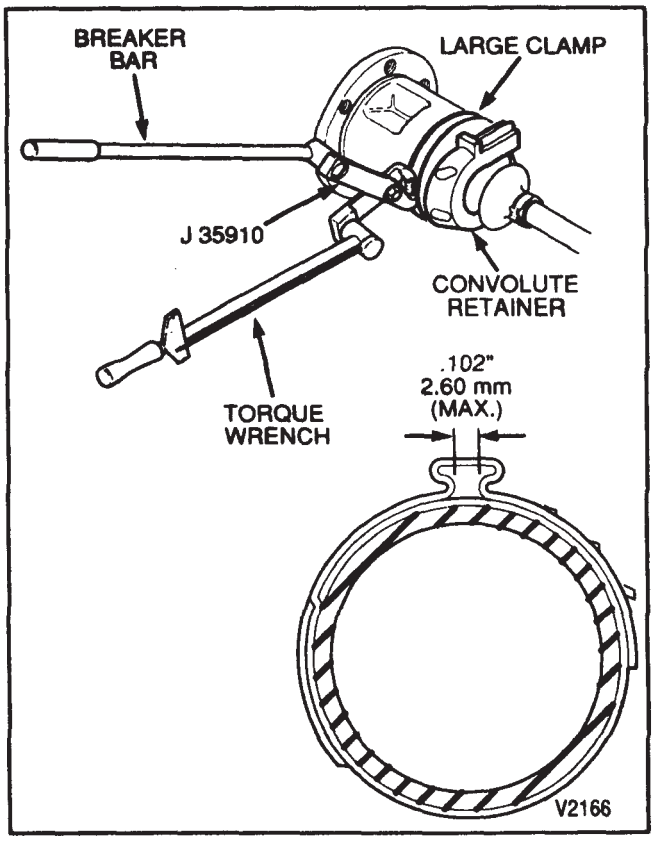

Figure 49—Large Retaining Clamp Installation
7. Clamp (183). Use J 34773 (figure 49).